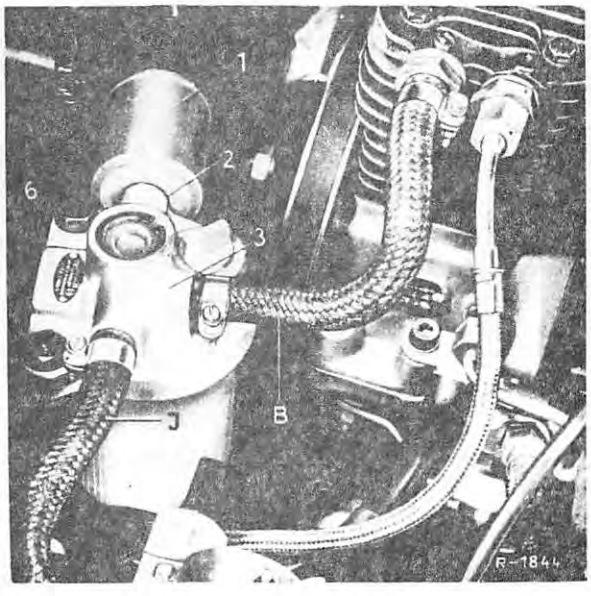

Figure 1
Of late fresh air is no longer drawn in by the air compressor via the intake muffler of the engine, but via a separate air filter (1). This modification was made in order to avoid that the rubber parts of the valves are exposed to fuel vapours drawn in from the intake pipe and through the engine ventilation at the mixture controller. The new air filter is immediately screwed into the valve housing of the anti-freeze device (Figure 1).